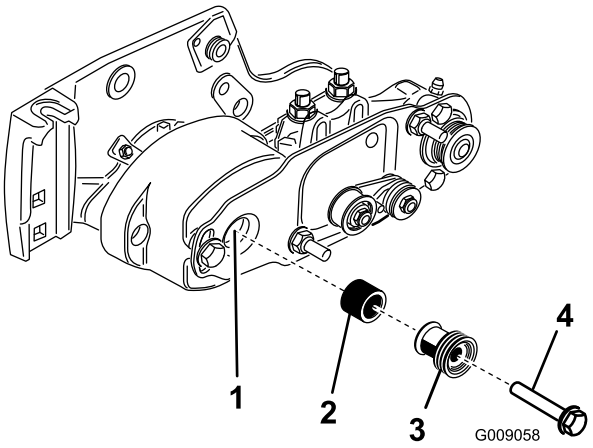

Bild 15
19. Setzen Sie das Distanzstück auf die Welle im Lagergehäuse (Bild 15).
20. Setzen Sie die Antriebsscheibe in das Distanzstück und auf die Antriebswelle (Bild 15). Stellen Sie sicher, dass die Riemenscheibennasen im Schlitz in der Antriebswelle sitzen.
21. Befestigen Sie die Riemenscheibe und das Distanzstück mit einer Bundkopfschraube (3/8 x 2") an der Antriebswelle (Bild 15).